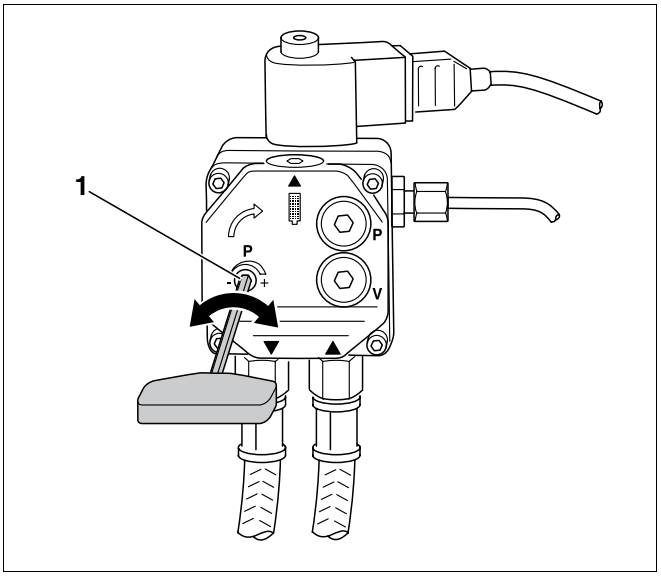
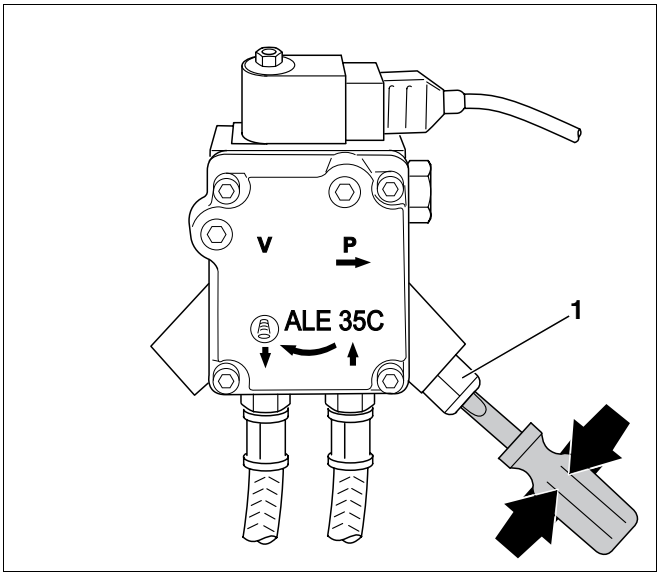

Fig. 33 Regolare la pressione – pompa gasolio Danfoss
Fig. 34 Regolare la pressione – pompa gasolio Suntec
Ruotando leggermente la vite di regolazione della pressione (fig. 33, **pos. 1** o fig. 34, **pos. 1**) si modifica la pressione della pompa del gasolio e di conseguenza anche il tenore di CO2